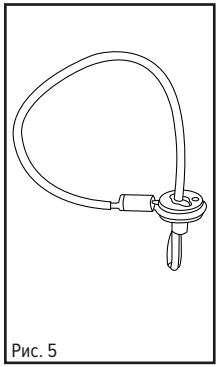

Рис. 5
- Затянутая петля изображена на рис. 5.